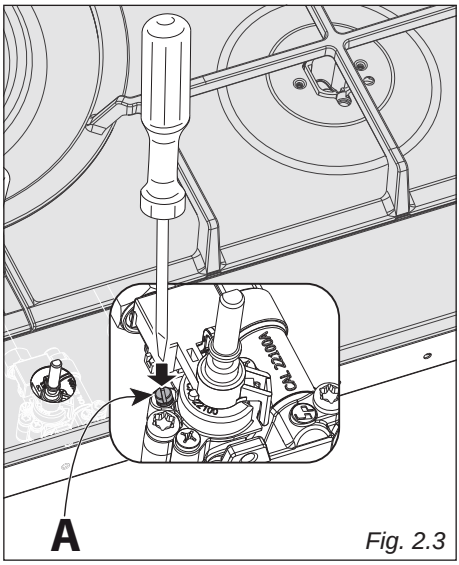

Fig. 2.3
- With a small flat screwdriver turn the screw “**A**” to the correct regulation (fig. 2.3).